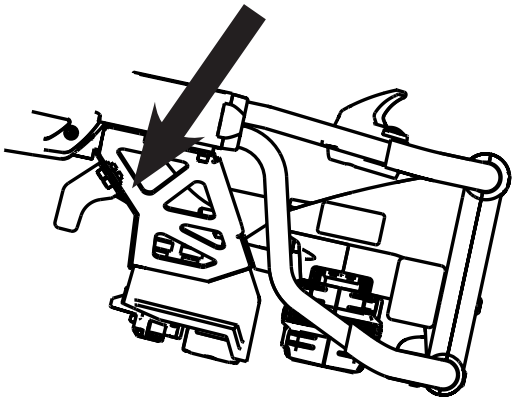

Afbeelding 58
- Bij met Power-LOAD compatibele brancards, moet u de banden langer maken en vastmaken aan de bevestiging van het voeteneinde, zoals aangegeven in Afbeelding 58.